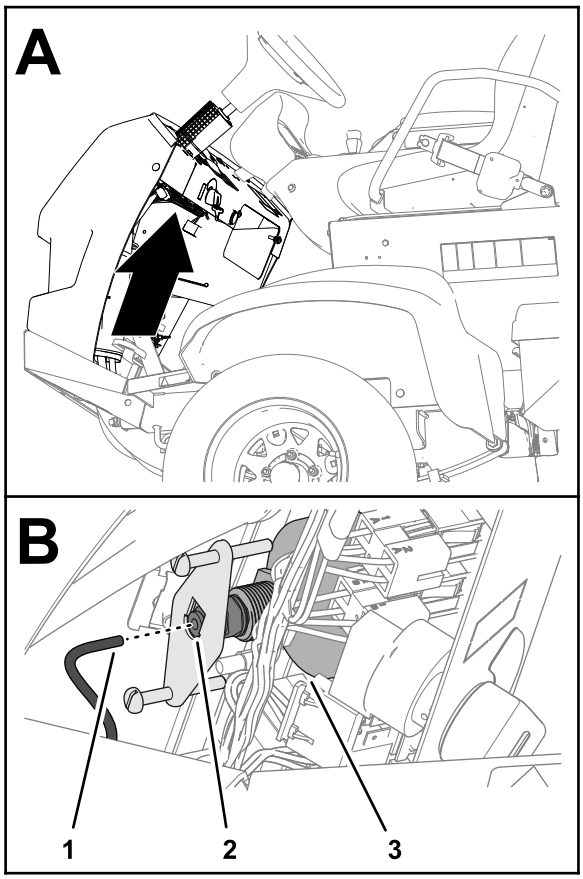

Рисунок 124
5. Отсоедините трубку от задней части манометра и поместите конец трубки в емкость (Рисунок 124).